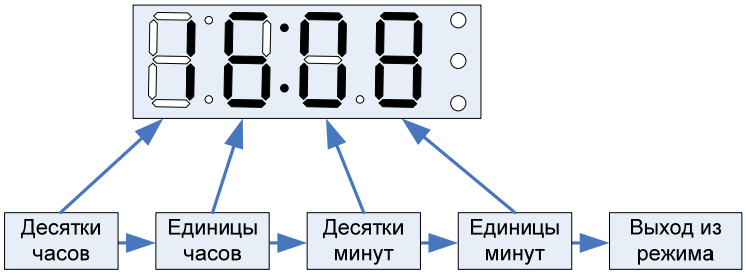

Рис. 20
2.4.4 В режиме «Установка времени» длительное нажатие, не менее 2 сек и не более 5 сек, производит выбор следующего разряда для корректировки. Перебор разрядов происходит согласно Рис. 20.